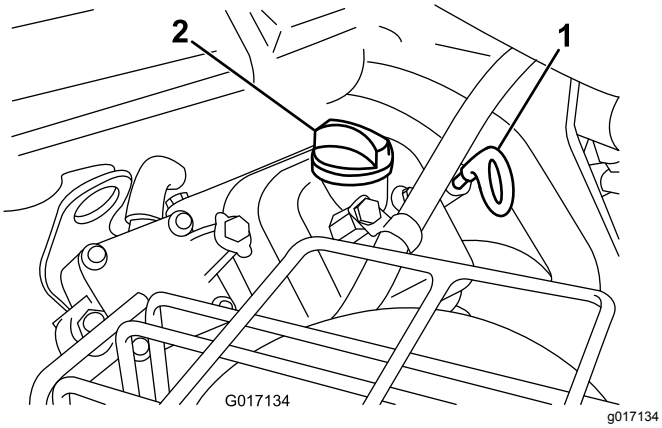

**Figur 20**
2. Ta ut peilestaven og tørk den med en ren fille. Sett peilestaven inn i røret, og pass på at den når helt ned (Figur 20).